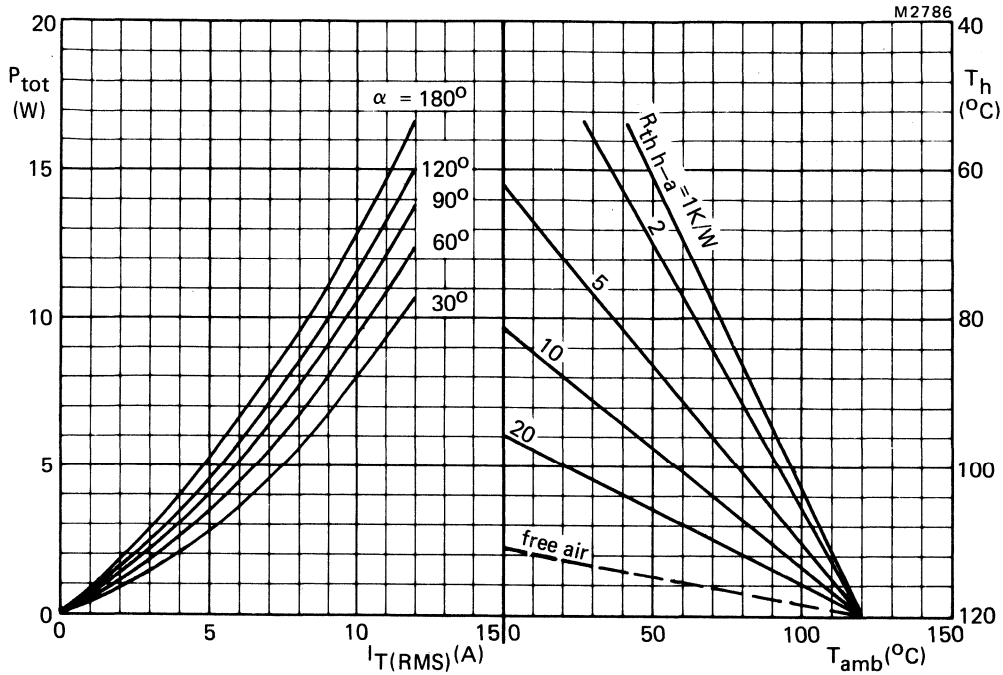

Fig.4 The right-hand part shows the interrelationship between the power (derived from the left-hand part) and the maximum permissible temperatures.
b. The method of using Figs.4 and 5 is as follows: